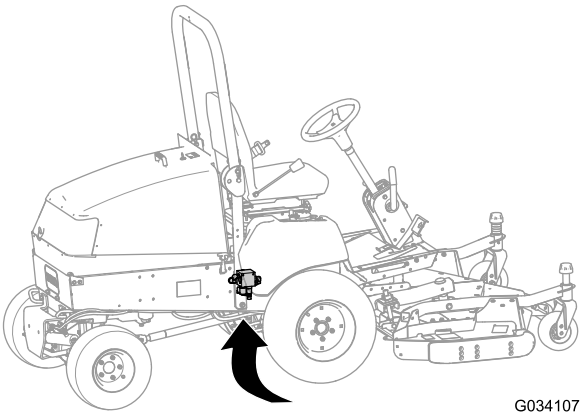

Figur 15
2. Find løftemanifolden nedenunder maskinen, indvendigt ved den højre stelkanal, bag forakslen (Figur 15).